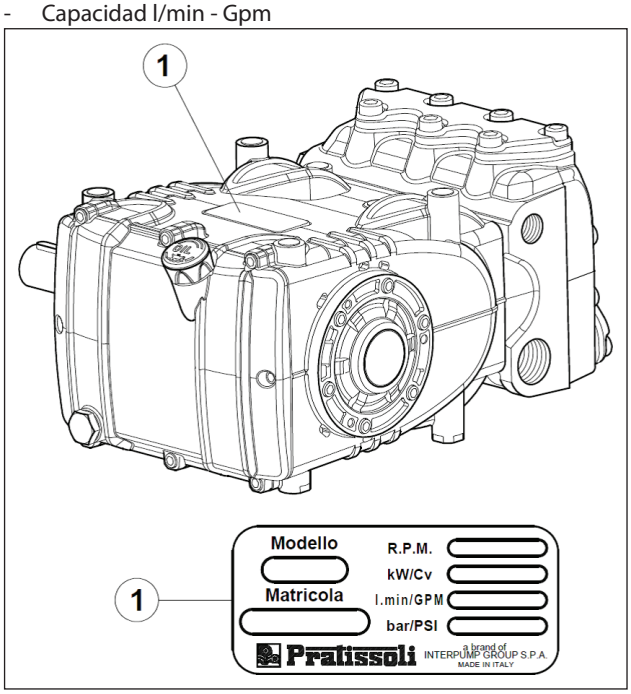

Fig. 1
Todas las bombas tienen una placa de identificación, ver pos. ① de Fig. 1, que contiene: